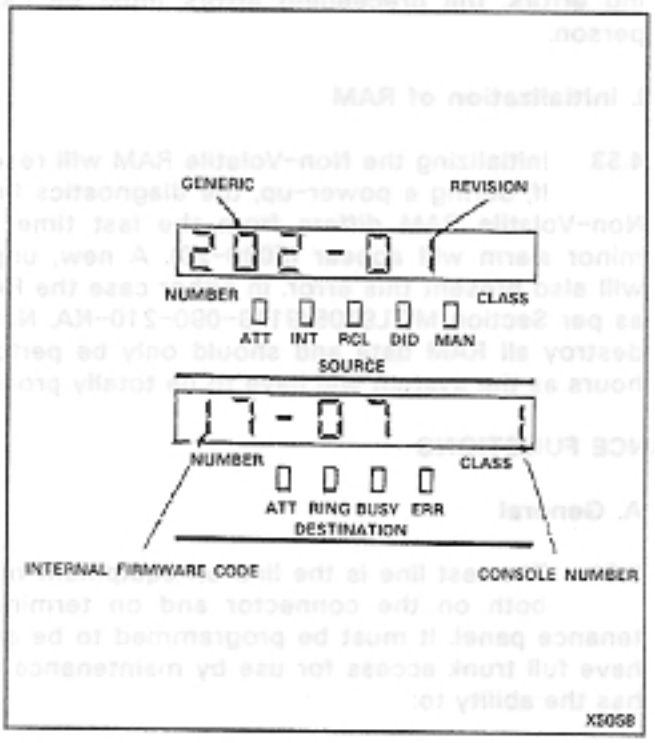

Figure 4-7 Typical Identification Display
4.49 **Identify:** If the IDENT button is pressed when the console is idle, the SOURCE display will show the installed firmware generic number and its revision, the DESTINATION display shows the number of the console at which the button was pressed and an internal firmware code (see Figure 4-7). If the IDENT button is pressed when the Supervisor is connected to either a source or destination party, the SOURCE and DESTINATION displays will change to show the equipment numbers and speech path number being used. When the IDENT button is pressed, the current date is shown in place of the time.